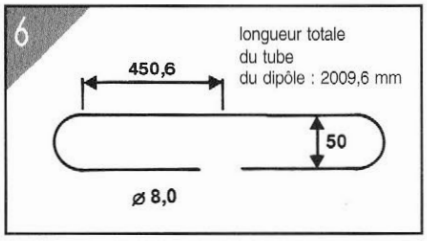

Figure 6 : L'élément rayonnant est un dipôle replié. Cette figure en schématise l'aspect final.
- Il est également possible de donner d'autres dimensions au dipôle, auquel cas la distance entre les brins peut être ramenée à 30 mm. Modifiez les mesures de la **figure 6** comme suit : 50 devient 30, 450,6 devient 460,6 et 2009,6 devient 1986,8. Attention cependant, la courbure est plus difficile à réaliser !